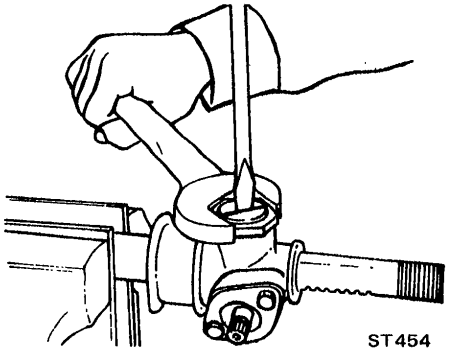

Fig. ST-35 Locking retainer lock nut
18. Turn adjusting screw in until retainer is tight, then turn this screw round approximately 20 to 25 degrees. Tighten retainer lock nut after selecting adequate steering adjust shim to obtain specified rotary torque. See Figure ST-35.